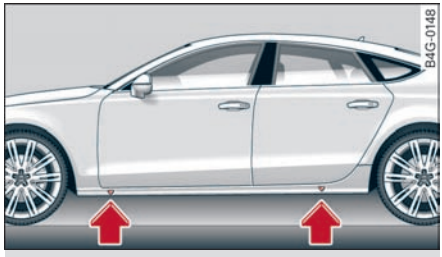

图 231 车门槛：标记
- 在车门槛上寻找离待更换车轮最近的标记（冲印）⇨ *图 231*。后边梁上的标记后面就是汽车千斤顶*的支撑点。